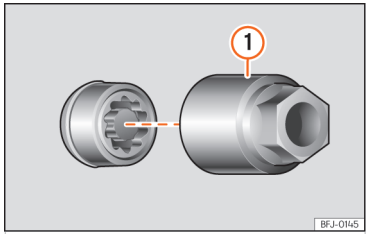

Abb. 194 Diebstahlhemmende Radschraube mit Abdeckkappe und Adapter.
- Setzen Sie den Spezialadapter ››› (Abb. 194) 1 (Bordwerkzeug ››› S. 270) bis zum Anschlag in die diebstahlhemmende Radschraube ein.